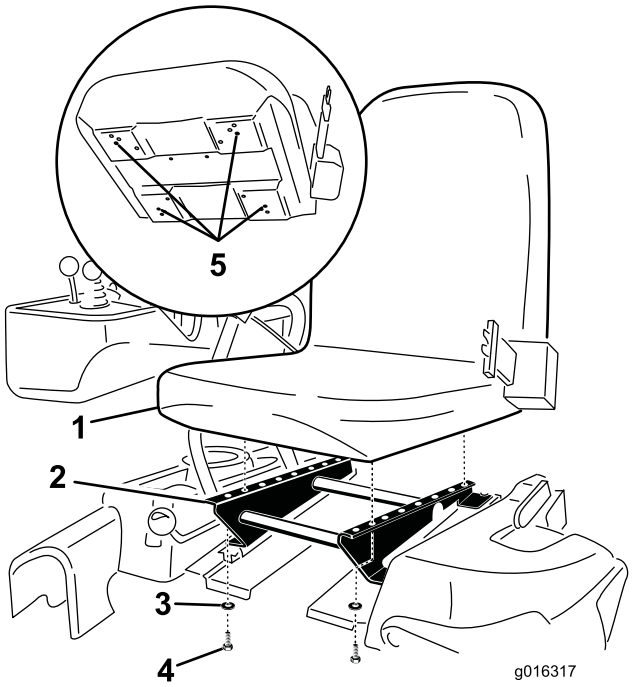

Figure 4
3. Fixez le siège sur sa base avec les 4 boulons et rondelles retirés précédemment (Figure 4).